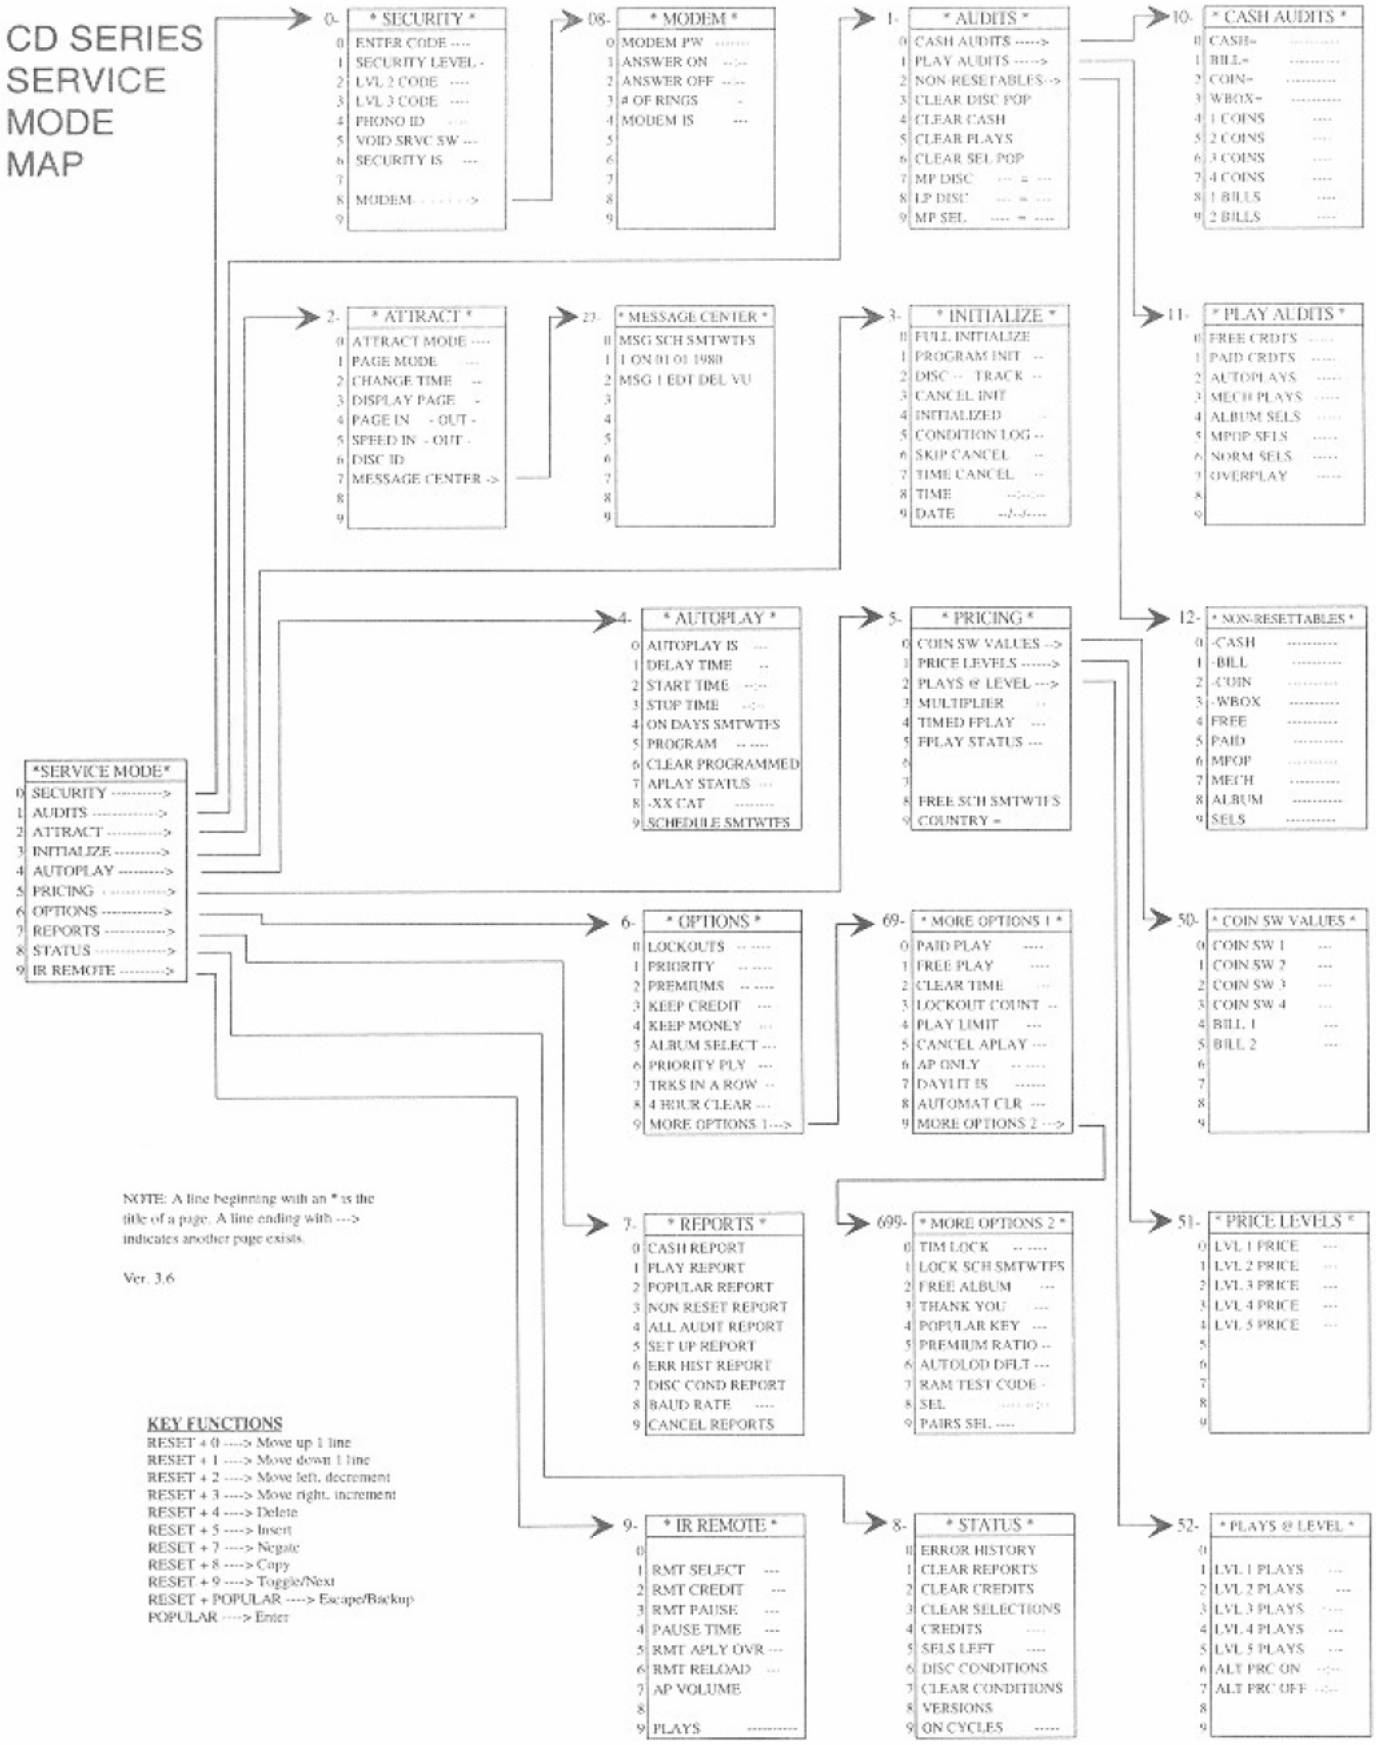

Figure 2-10. Service Mode Map
To view a menu option, hold down the RESET button and press either the 0 digit or the 1 digit. The 1 digit will scroll down one item and the 0 will scroll up one item. This method of viewing menu options will allow you to view your options in any menu (or submenu). Refer to *Figure 2-10, The Service Mode Map,* and note that an arrow following the command indicates that a submenu exists. Press the POPULAR key to enter a submenu. Hold the RESET key and press the POPULAR key to exit a submenu.
CD-100F commands are formed by combining the numbers that appear on the left side of the menus in *Figure 2-10.* To construct and use CD-100F commands, refer to *Figure 2-10* or *Table 2-4.*
Example: You want to view the number of cycles the CD mechanism has made. Using *Figure 2-10,* you determine that you need to select AUDITS (1), on the main menu; NON-RESETTABLES (2), on the AUDIT menu; and MECH (7), on the NON-RESETTABLES menu. Use the digits to form a numeric command, which is 127. Type 127 and the number of mechanism cycles is displayed.
The SERVICE MODE menu (referred to as the "MAIN menu") is the starting point for all service, pricing, and programming functions. This menu contains the general title for each submenu. Some of the submenus contain commands only. Other submenus contain both commands and further submenu names. Refer to *Figure 2-10*, the *CD-100F Service Mode Map*, for an illustration of the following menu descriptions: